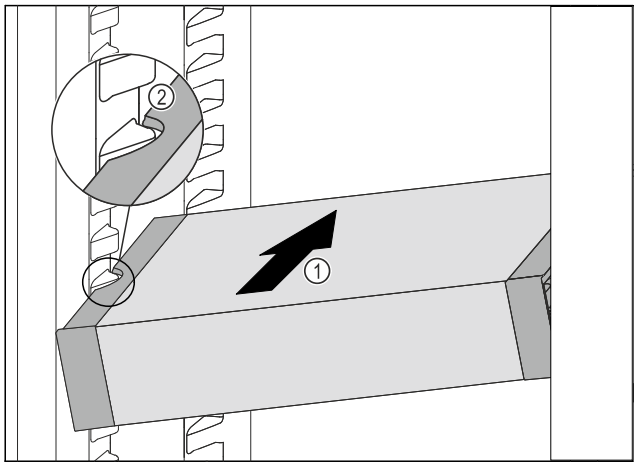

Fig. 150
▶ VarioSafe schuin in het koelgedeelte schuiven *Fig. 150 (1)*, tot de uitsparingen aan de zijkant *Fig. 150 (2)* van de VarioSafe op de hoogte van de rib in het koelgedeelte zitten.